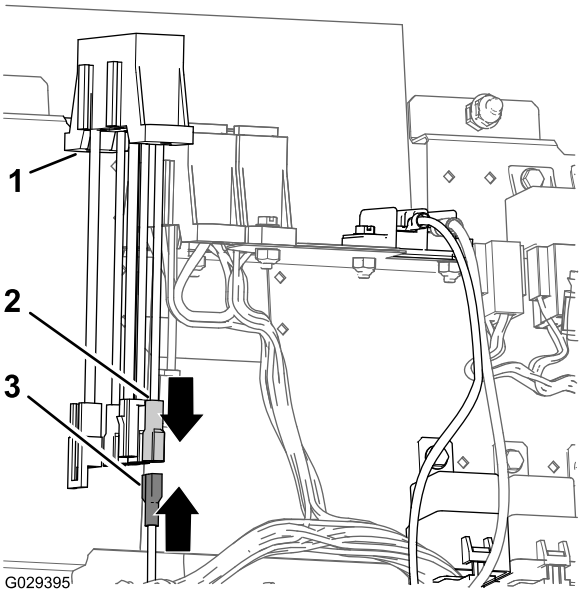

Figur 21
1. Anslut bladkontakten på finputsningssatsens kablage till uttagskontakten på det extra säkringsblocket (Figur 21).